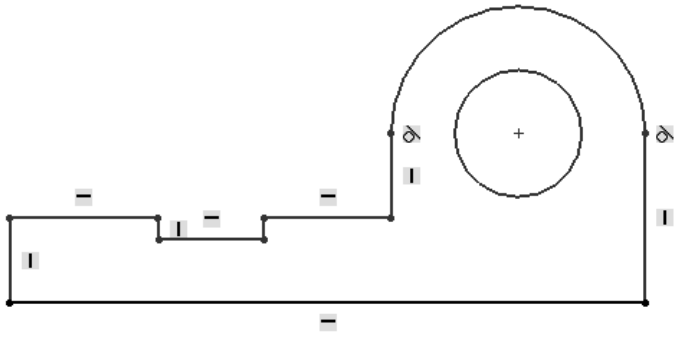

Figure 2-65 *Final sketch for Tutorial 3*
18. Choose the **Zoom to Fit** button from the **View (Heads-Up)** toolbar to fit the sketch into the screen. This completes the outer loop of the sketch. The sketch after drawing the outer loop appears as shown in Figure 2-65.
The final sketch for Tutorial 3 is shown in Figure 2-65.